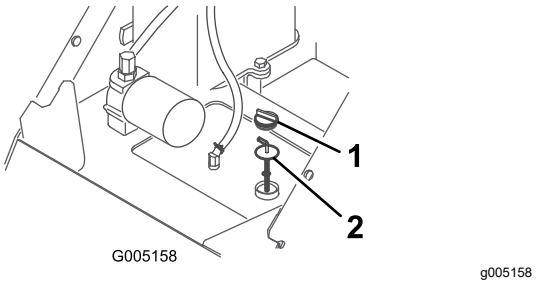

Figuur 35
4. Reinig de omgeving van de vulbuis van de hydraulische tank (Figuur 35).
5. Verwijder de dop van de vulbuis en controleer het vloeistofpeil op de peilstok (Figuur 35).